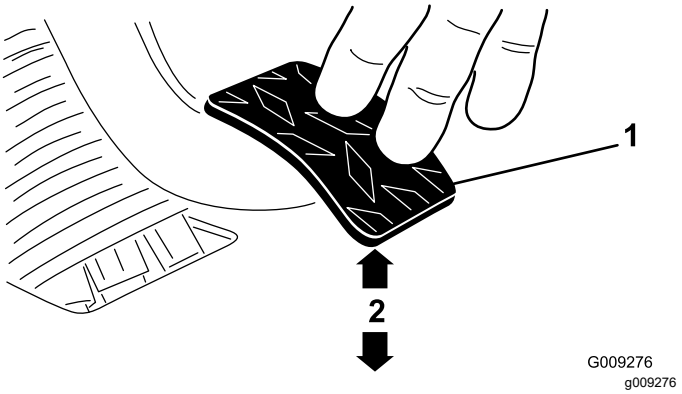

**Figur 64**
3. Justera kontramuttrarna eller kulleden så att den bakre kanten på kopplingspedalen är 9,2–9,8 cm från ovansidan av golvplattans diamantmönster när en kraft på 1,8 kg appliceras på pedalen (Figur 64).